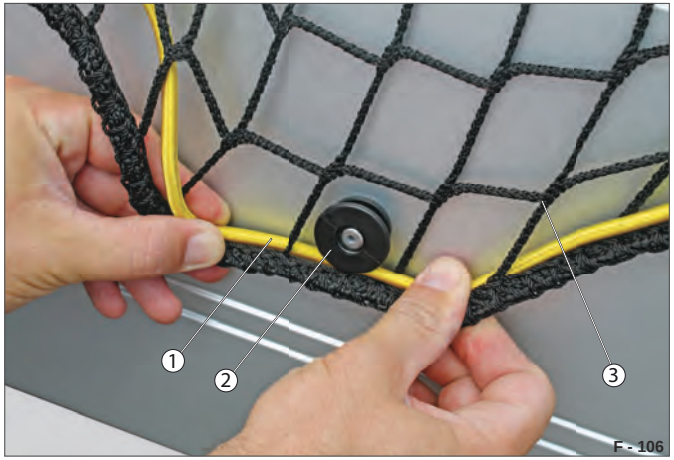

Fig. 104 Sikring af afdækningsnet
▶ Stram skiftevist ekspander-rebet (Fig. 104 /1) omkring de runde knapper (Fig. 104 /2).